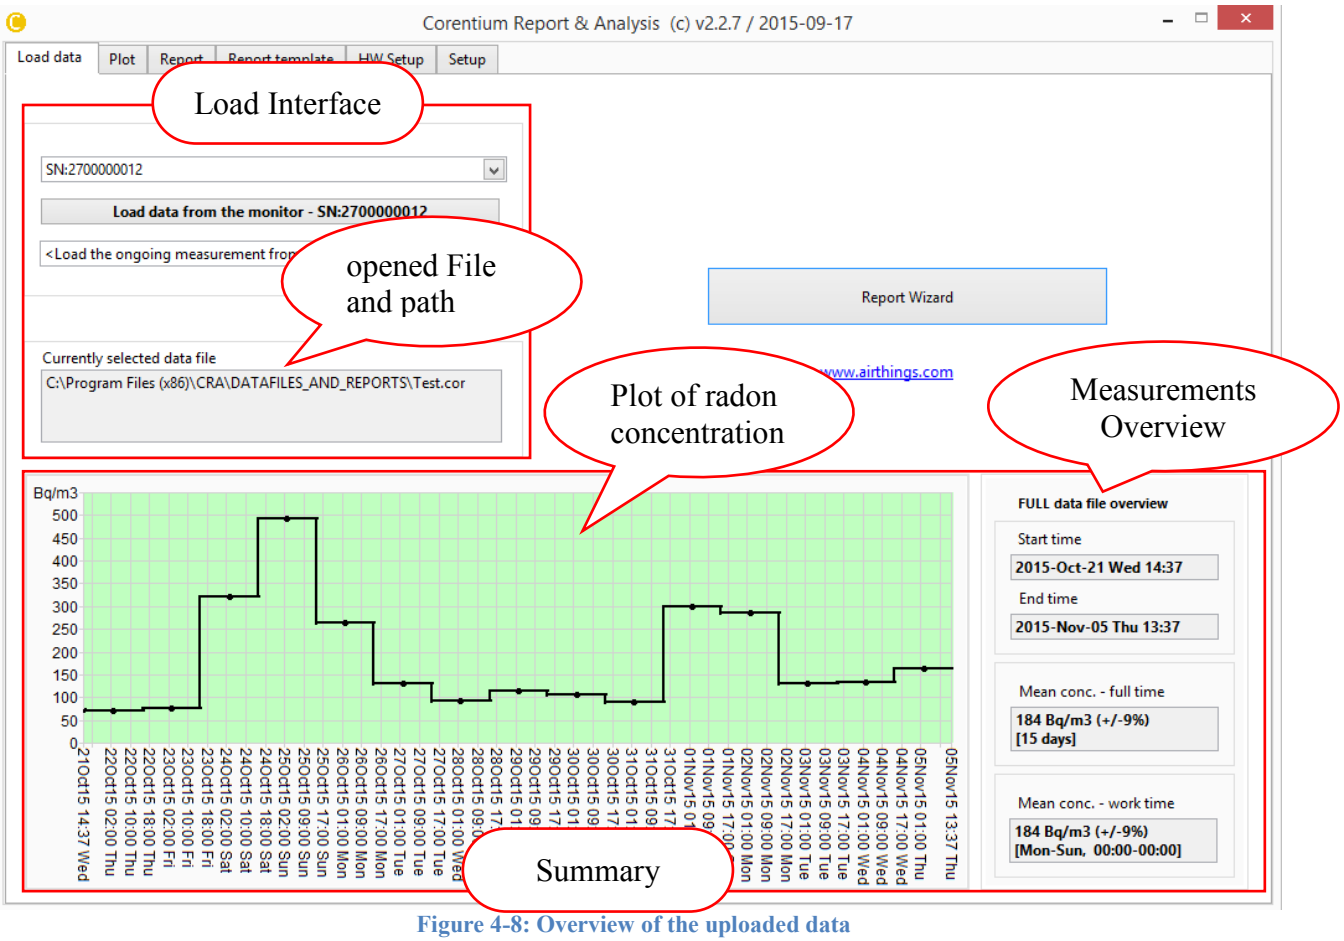

Figure 4-8: Overview of the uploaded data
- From Figure 4-8, Opened file and path to the file are indicated in Load interface section under **"Currently selected data file"**. This shows the name of the active file.
- From Figure 4-8**,** the uploaded data is displayed in Summary section. **Plot of radon concentration** on the left side of the Summary section and the **Measurements overview** on the right side of the Summary section such as start time, end time, average radon concentration and average radon concentration for work time (part of the week defined in Report tab)
- From Figure 4-8, opened file and path are shown in Load interface section under **"Currently selected data file"**. This shows the name of the active file.
- From Figure 4-8, the uploaded data is displayed under Summary section. **Plot of radon concentration** on the left side of the Summary section and the **Measurements overview** on the right side of the Summary section.